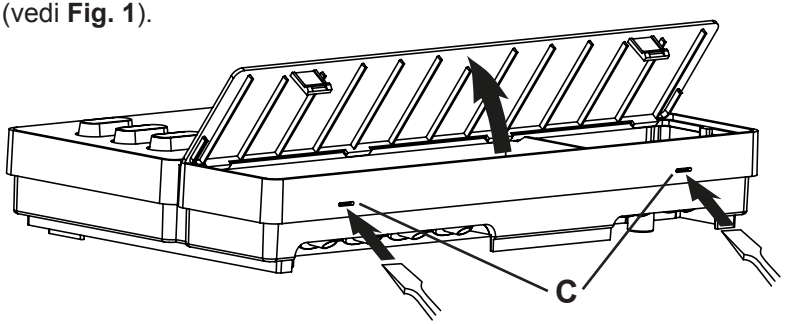

Fig. 2 Rimozione del coperchio dell'alloggiamento
2. Utilizzando un cacciavite, premere leggermente le chiusure a scatto **C** e rimuovere il coperchio dell'alloggiamento (vedi **Fig. 2**).